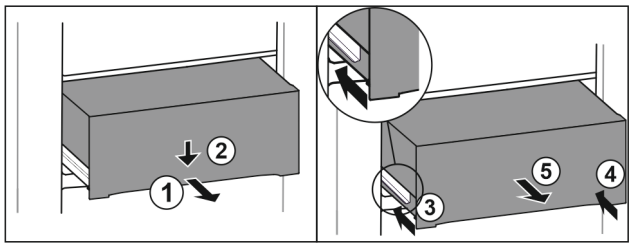

Fig. 181
▶ Extrageți pe jumătate sertarul. *Fig. 181 (1)*
▶ Apăsați în jos sertarul pe partea frontală. *Fig. 181 (2)*
▶ Inserați șina stângă aproximativ 2 cm. *Fig. 181 (3)*
▶ Inserați șina dreaptă aproximativ 2 cm. *Fig. 181 (4)*
▶ Extrageți sertarul spre înainte. *Fig. 181 (5)*